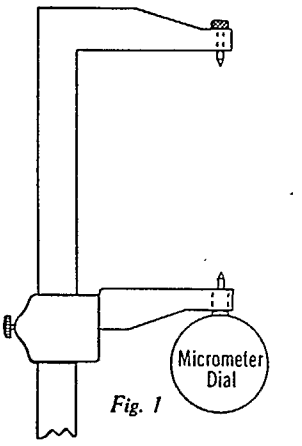

Fig. 1
The initial bolt stress can be applied by either of two methods: (1) By pulling up the well-lubricated[3] stud bolts with the proper torque, or (2) by pulling up the stud bolts to produce the elongation necessary for the desired bolt stress. When the second method is used the total desired elongation of the stud bolt should be ascertained by multiplying the value given in the table for elongation in inches per inch by the effective length (distance from center of one nut to center of the other). Figures 1 and 2. respectively, show the design of an instrument which can be used in measuring stud bolt elongation and the preparation of the ends of a stud bolt for accurate measurement.